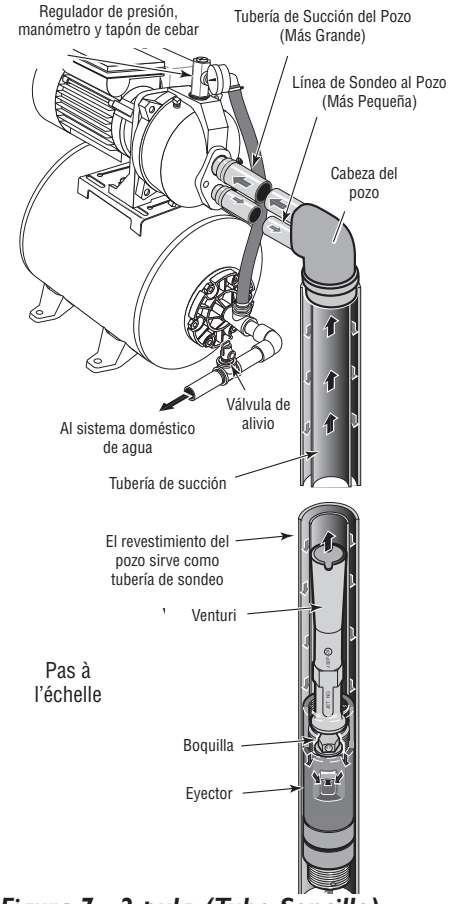

Figura 7 - 2 pulg. (Tubo Sencillo) pozo profundo
3. Ensamble el juego del eyector, la tubería del pozo y el adaptador de cabeza del pozo de acuerdo con las instrucciones que vienen incluidas en el paquete del eyector. Vea la Figura 7. Utilice tubo galvanizado de caída con juntas invertidas para lograr un flujo adecuado. Siga las instrucciones incluidas en el kit para ajustar la boquilla y el venturi a las condiciones de su pozo.